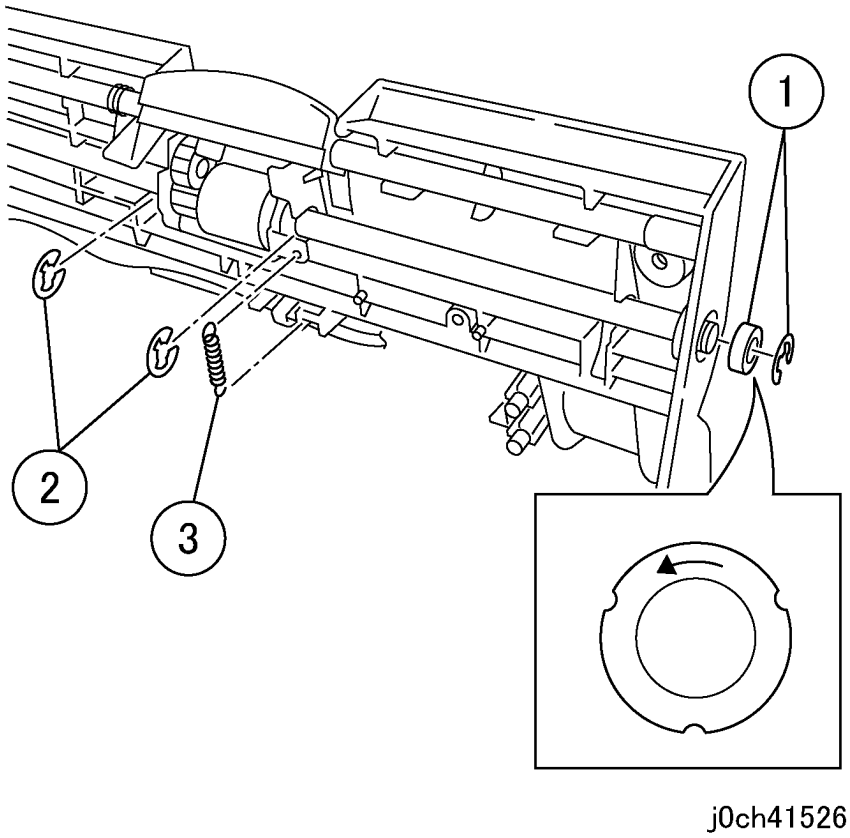

Рисунок 2 Снятие пружины (j0ch41526)
4. Снимите пружину (рисунок 2).